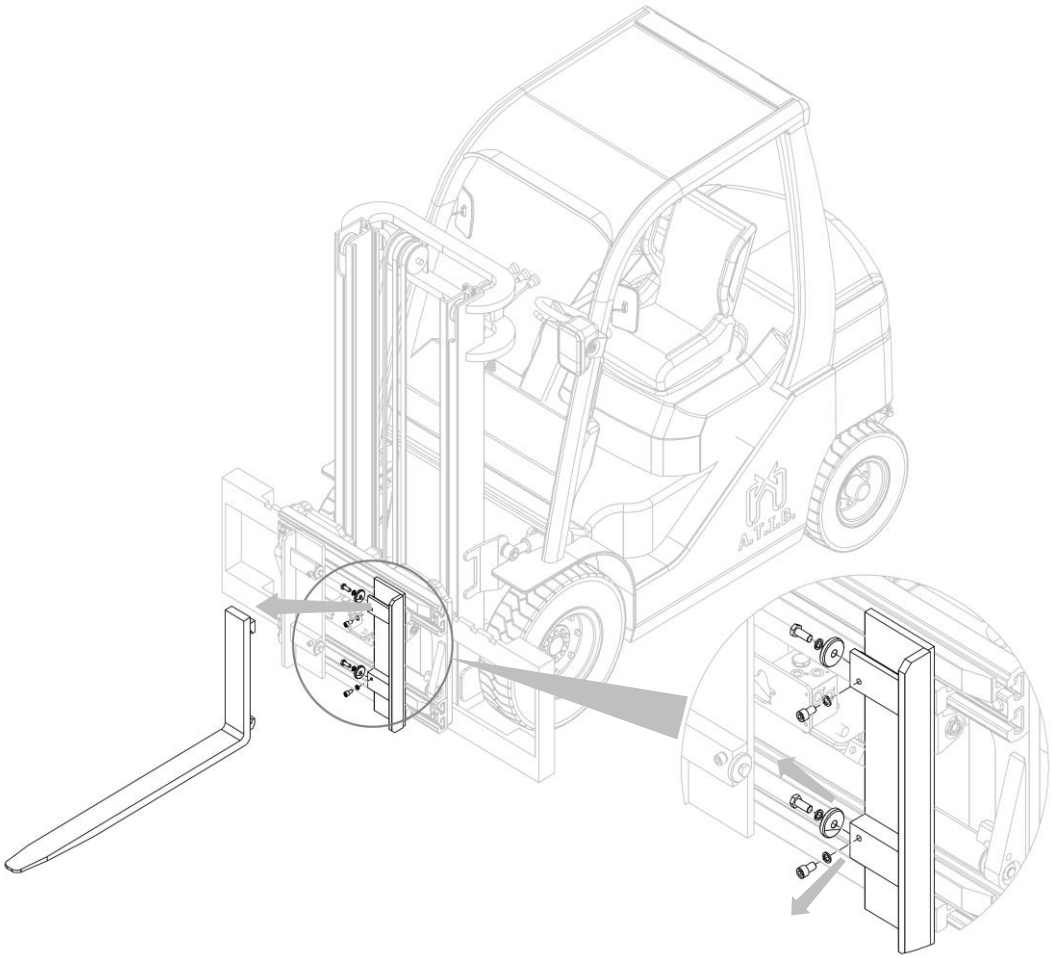

Figura 19
2. Retire las horquillas después de desenroscar los topes correspondientes (mira *Figura 19*).